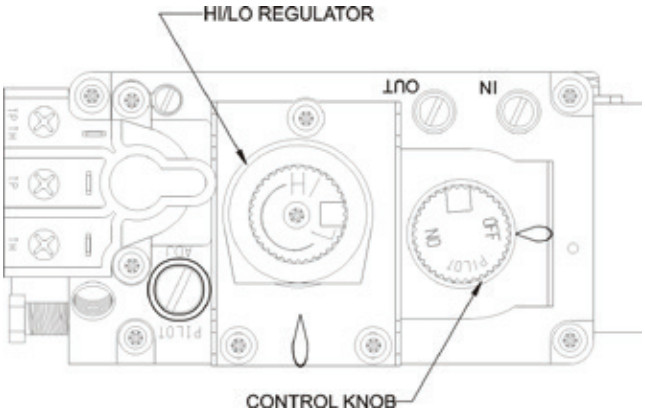

Figure 29
***NOTICE*:** The gas control valve allows you to increase or decrease the height of the main burner flame. The control valve has a pressure regulator with a knob as shown in **Figure 29**. Rotate the knob clockwise to “HI” to increase the flame height and counterclockwise to “LO” to decrease the flame height.